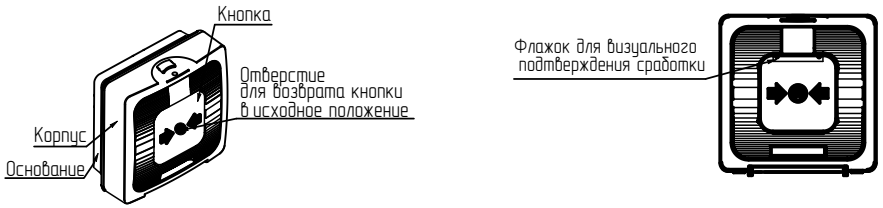

Рисунок 1
2.1 ИР передают в двухпроводную линию связи сигнал о срабатывании при нажатии на кнопку (Рисунок 1).